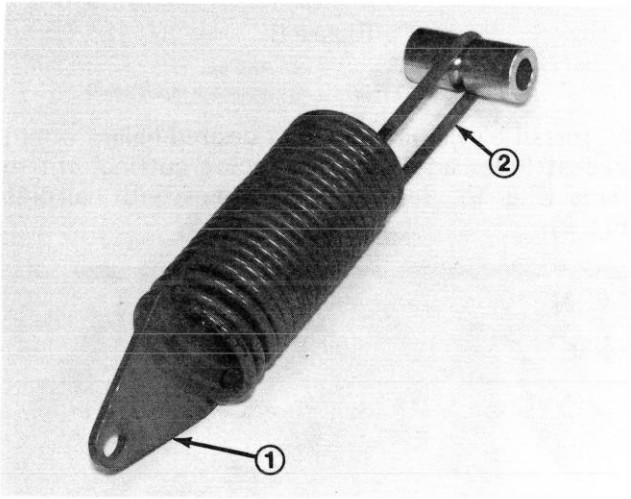

Figure 11
2. Twisting spring, thread it thru holes in spring end until spring passes thru all four holes, (Fig. 11) and long hook end of spring is aligned with spring end. Repeat procedure on other spring.